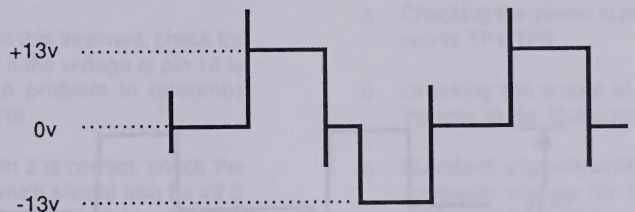

Figure 6-20. Composite Wave
(8) Check the voltage on pins 1 and 2 of U1. If pin 2 (which should be +2.5 Vdc) is higher than or equal to pin 1, then the voltage at pn 9 should be okay, unless there is a problem with U1 or the pin 9 line is shorted.
(9) If pin 2 does not read +2.5 Vdc, check for +5 Vdc at pin 16. If pin 16 does not read +5 Vdc, either U1 is bad or there is a bad component shorting the pin 16 line.
(10) Check the collectors of Q3 and Q4 for a 25 KHz square wave (not as clean as at pins 12 and 13 of U1) at an amplitude of at least 13 V pk-pk. If the signal is bad here, check for a fault in Q3, Q4, or one of their associated components.
(11) Check the collectors of Q8 and Q9 for the composite wave shown below (figure 6-20): The pk-pk amplitude should be twice the input voltage to the Multivoltage Supply Assy (or approximately 26 V). If this signal is good, skip to step 15.